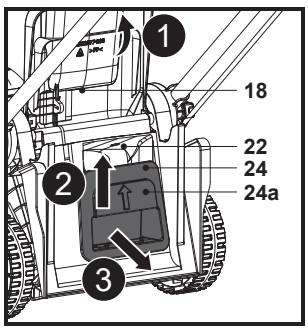

Fig. 13
2. Lift the recess handle (24a) and then pull the mulching insert (24) out of the rear discharge chute (22), then remove the mulching insert (24) (Fig. 13).